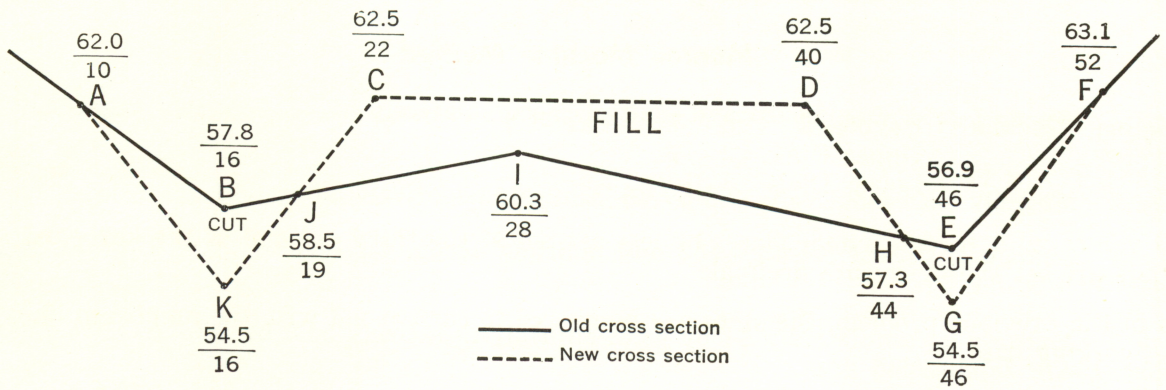

**FIGURE 12**
**Example** Figure 12 is a sketch of an end area with necessary data for calculating the end areas of the cuts and fill.